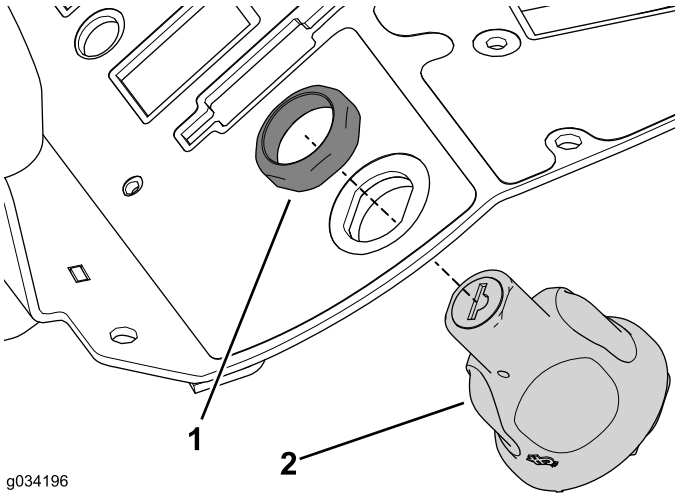

Rysunek 13
4. Odkręć nakrętkę ustalającą wyłącznika zapłonu, po czym zdemontuj go z zespołu konsoli (Rysunek 13).